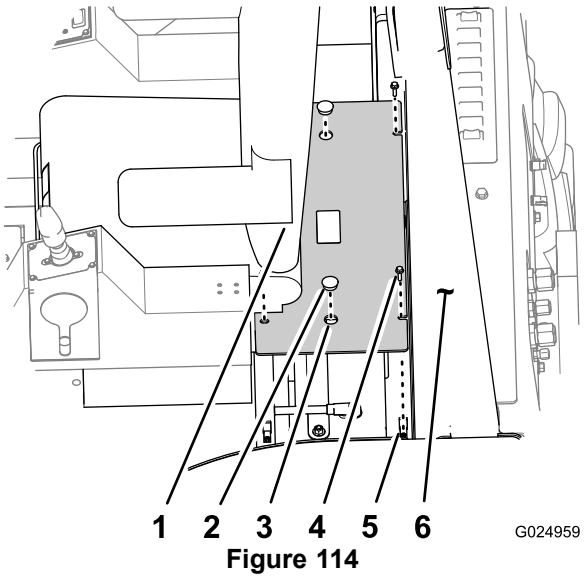

Figure 114
3. Déposez les 2 couvercles des trous dans le couvercle de la batterie (Figure 114).
4. Retirez les 4 boulons à embase (5/16 x 1 po) qui fixent le couvercle de la batterie à la plate-forme du ROPS (Figure 114).
5. À l'aide des passages de doigt, soulevez le couvercle de la batterie pour le déposer de la plate-forme ROPS (Figure 114).
4. Alignez les trous du couvercle de la batterie et les écrous à clip sur la bride de montage du couvercle (Figure 114).